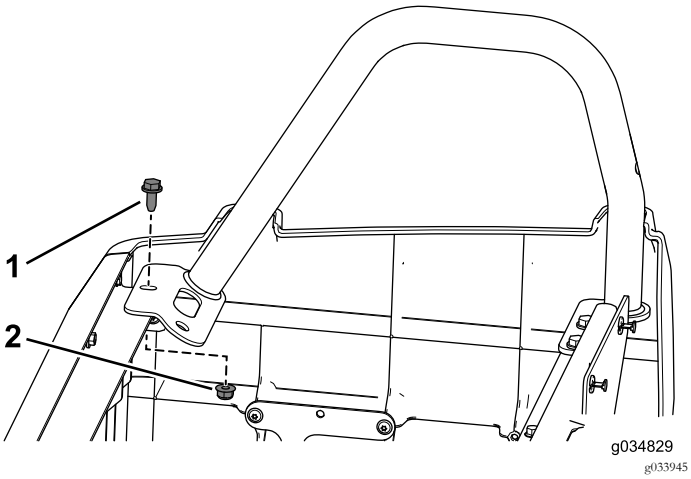

Figura 89
11. Utilize o parafuso flangeado (3/16" x ¾") e a porca flangeada que retirou anteriormente para prender o suporte para as ancas traseiro direito ao conjunto da base do banco (Figura 89).